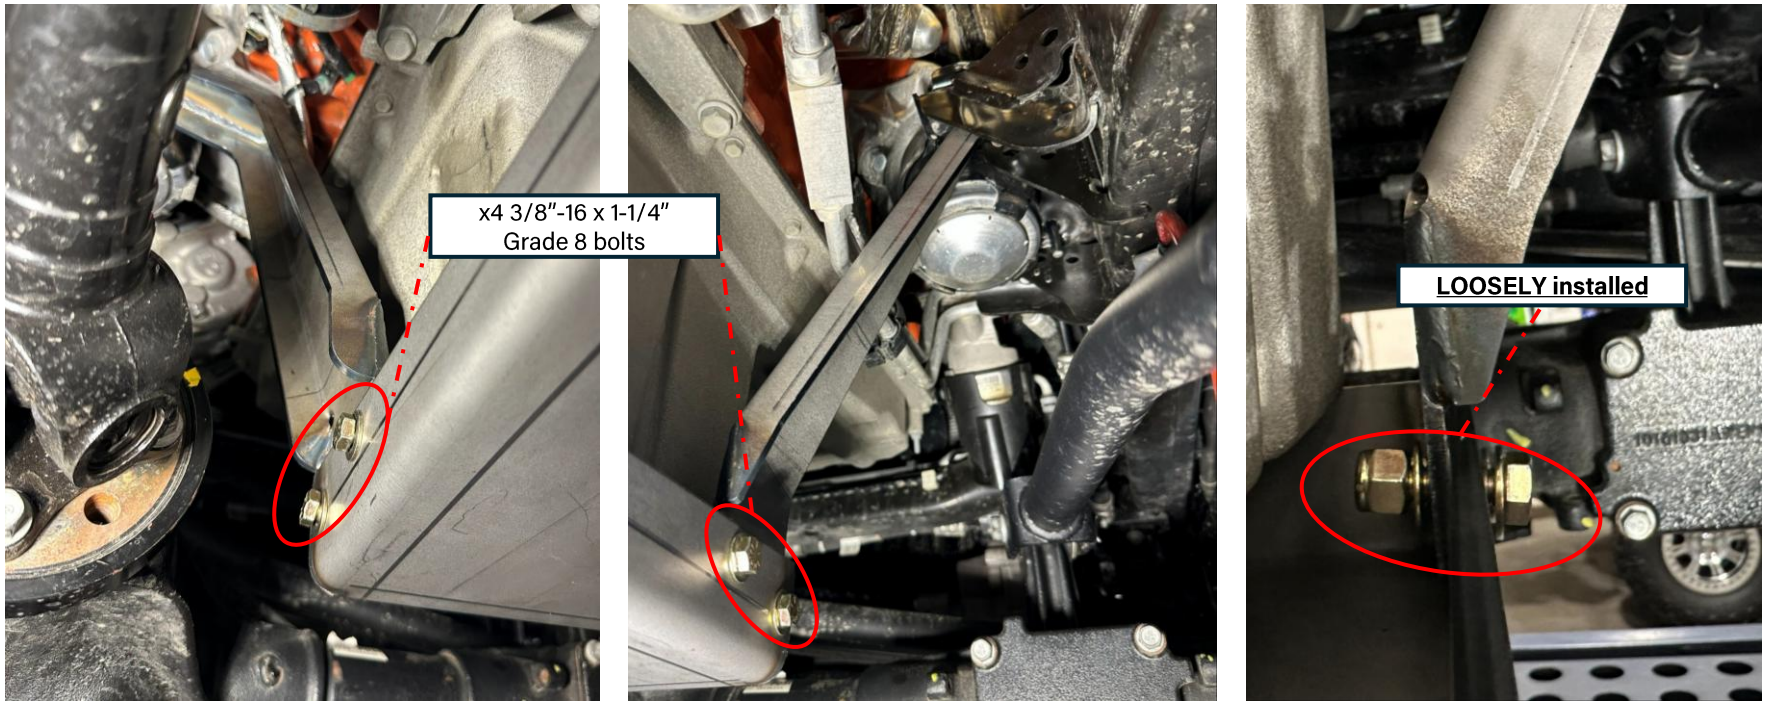

Figure 10: New skid plate installed at OEM 6.4L motor mount locations and skid plate connections
9. Move to the front of the skid plate to install the remaining hardware. Raise the skid plate into position and install the x4 3/8"-16 bolts through the holes on the engine skid plate brackets and feed them through the skid plate. **Use x2 washers for each bolt** as seen below in Figure 10. **Loosely** fasten the bolts on the inside of the skid plate with the provided lock nuts.